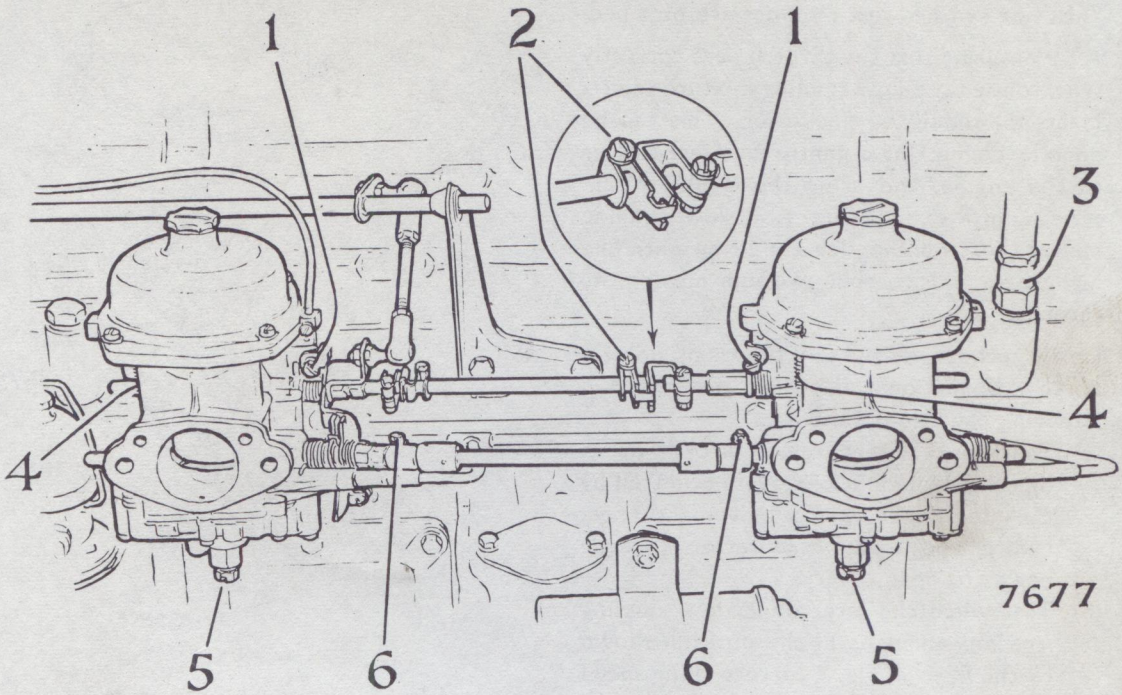

Fig. 9. *Throttle synchronisation and inset of interconnection*
Check that the crankcase regulator valve in the inlet manifold is operating correctly. See Fig. 9, item (3).
Slow running and synchronising carburettors (See Fig. 9)
4. Slacken off each throttle slow running speed adjustment screw (1) until each throttle can be fully closed, and from this position adjust each screw two complete turns to open the throttles by an EQUAL amount.
5. With the throttle interconnection in the position shown in the inset of Fig. 9, tighten the clamping bolt (2) so that the rear carburettor throttle begins to open before the front carburettor throttle when the accelerator is depressed.
7. Adjust the engine slow running mixture with the adjustments (5) so that the engine idles evenly and each slow running speed adjusting screw (1) an equal amount so that the correct idling speed is obtained. This speed is given in the Data Section under "Fuel System". Upward, or clockwise movement of the adjustment (5) weakens the mixture, and downward movement richens the mixture.
(*b*) That when the interconnection coupling free movement is in the position shown by the inset of Fig. 9 correct idling speed and even running are obtained while the throttle stop screws (1) rest against the carburettor flange.